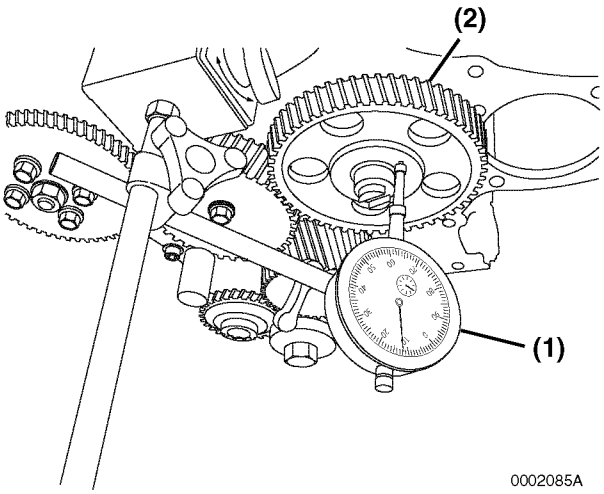

Figure 6-95
- **Method A:** Install a dial indicator **(Figure 6-95, (1))** on the cylinder block. Move the camshaft **(Figure 6-95, (2))** back and forth to measure the end play. Record the measurement. *See Camshaft on page 6-11 for the service limit.*